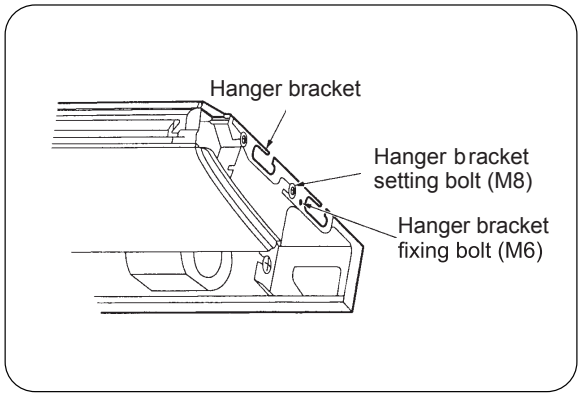

Fig.5
(4) Loosen two hanger bracket setting bolts(M8) on each side for less than 10mm. Remove two hanger bracket fixing bolts(M6) on the rear side. Detach the hanger bracker by pulling backward (Refer to Fig.5)
(8) Screw tightly both hanger bracket setting bolts(M8).(Refer to Fig.5)
(9) Screw tightly both hanger bracket fixing bolts (M6) to prevent the movement of the unit(Refer to Fig.5)